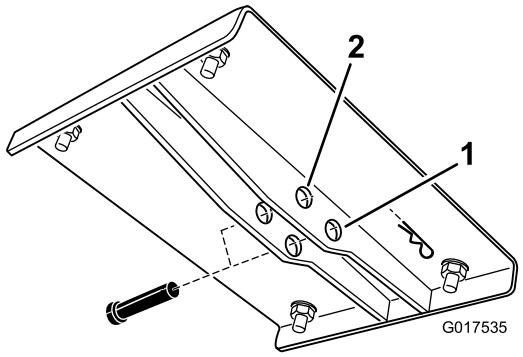

Figur 10
12. Lokalisera de två håluppsättningarna i det övre lyftfästet (Figur 10). Välj håluppsättning i fästet för elfordon.